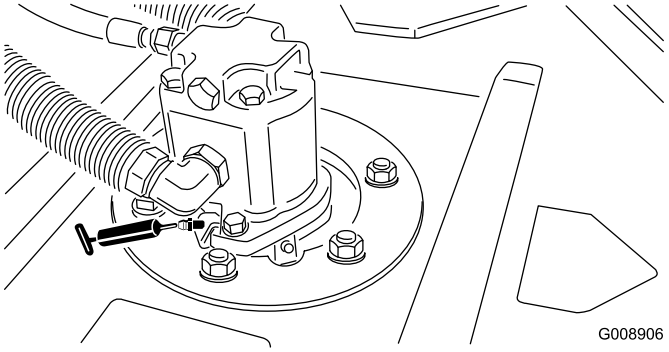

Figur 41
- Klippenhetens spindelaxellager (1 per klippenhet) (Figur 41)